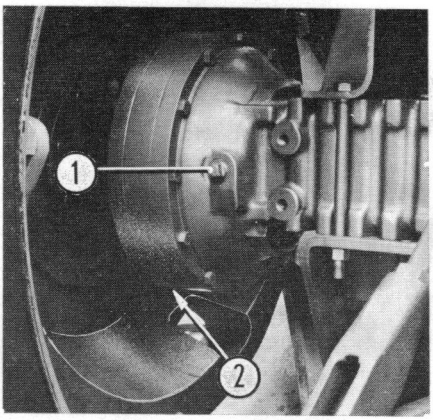

Fig. 71
toutes les 100 heures de marche. (Fig. 71)
Dévisser et retirer le bouchon de remplissage (1) et le bouchon de vidange (2) de chacune des réductions (voir fig. 71).